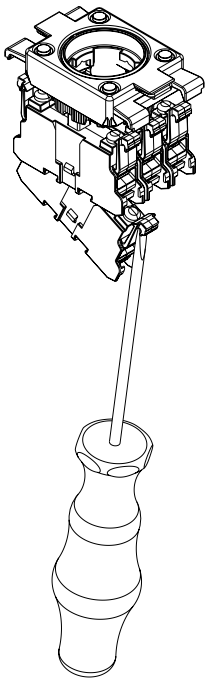

Rys. 7
3. Demontaż elementu stykowego na poziomie drugim (patrz rys. 7)